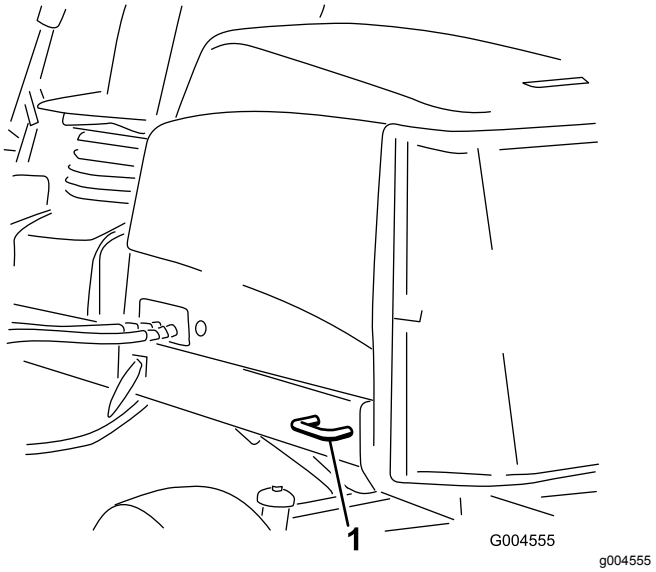

Figur 73
- Bag – på begge sider af maskinen på bagstellet (Figur 73)